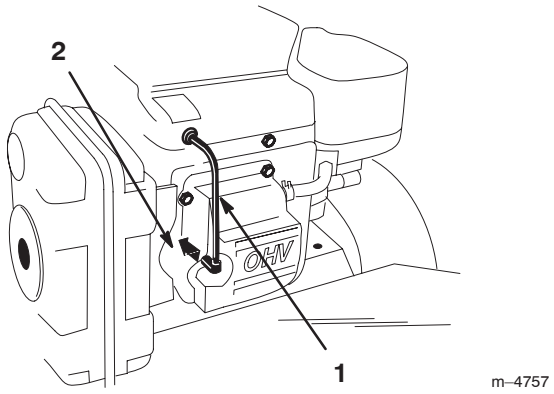

Figure 40
3. Pull the wire(s) off the spark plug(s) (Fig. 40). Now clean around the spark plug(s) to prevent dirt from falling into the engine and potentially causing damage.
3. Push the wire(s) onto the spark plug(s) (Fig. 40).